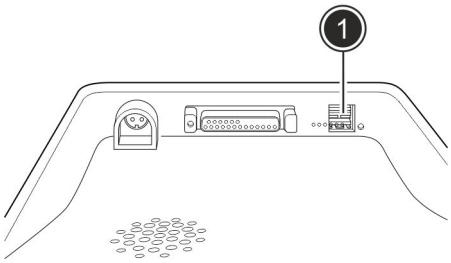

Fig. 32: USB port
2. Insert the miha bodytec USB flash drive with the update file into the USB port on the underside of the device (Fig. 32/1).